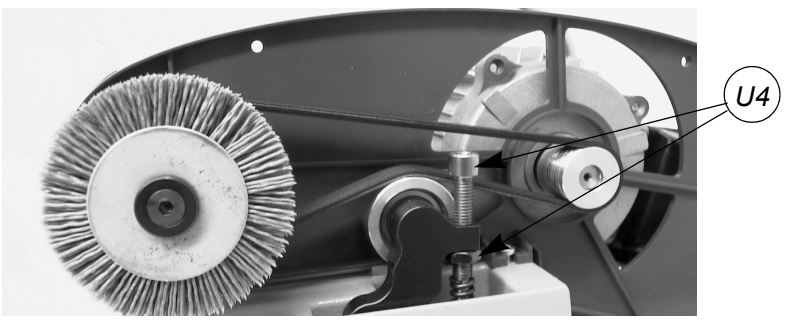

Fig. 40
- screw the screw/nut (U4) until the belt is properly tightened (fig.40).
15) Tighten the grub screw/nut (U4) until the belt is properly tightened (fig. 40, page 26).